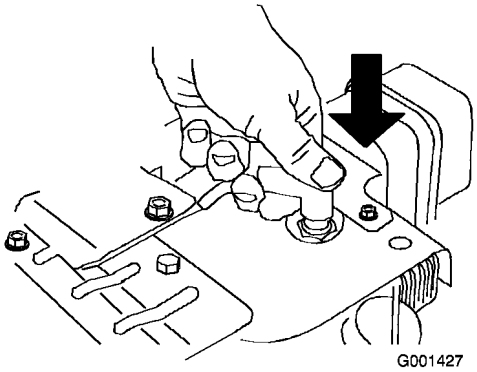

Figur 18
1. Koble til tennpluggledningen (Figur 18).